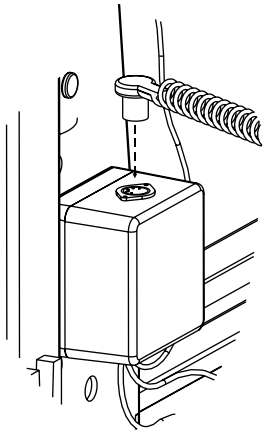

Figure 17-1
8. Plug hand controller into lift. *[Figure 17-1]*